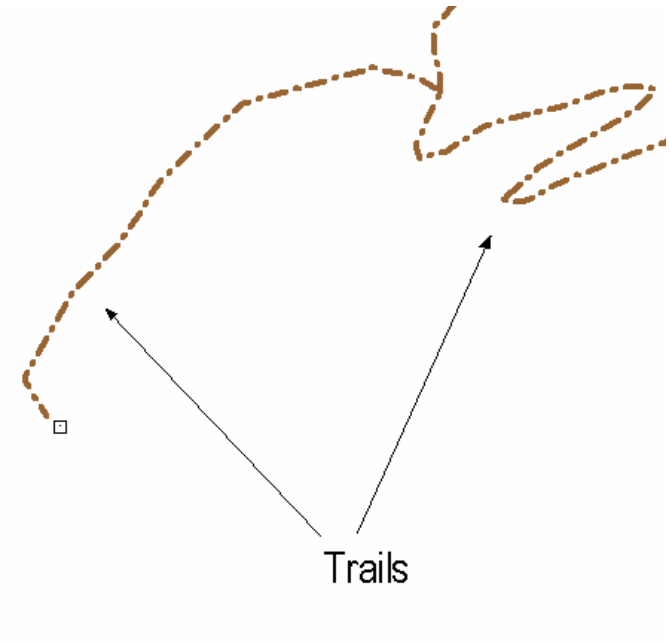

Figure 3.16: park map.TER
2. Dashed lines identify the trails in Park Map (see Figure 3.16). Hold down the <Shift> key, with the *Select* cursor left click on each of the trails. Use zoom and screen scrolling to see all of the trails. If a wrong feature is accidentally selected, de-select by clicking again on the same feature with the shift key still depressed. To start again left click in a blank area to de-select all features.